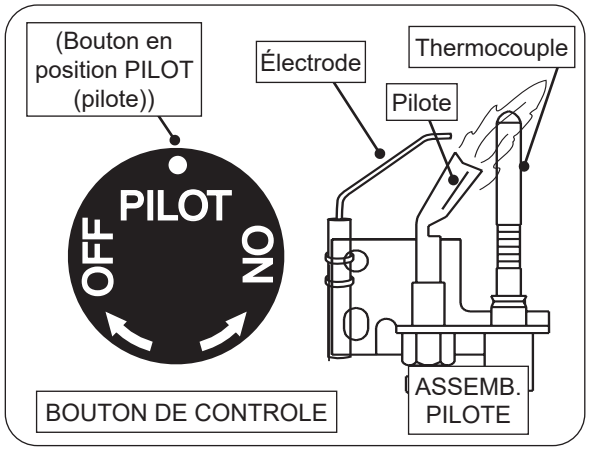

Fig. 61-1 Éclairage pilote
3. Localisez l'assemblage de la veilleuse sur le côté ou à l'arrière du bac du brûleur (voir Fig. 61-1).
4. Tournez le bouton de commande dans le sens antihoraire ↶ sur **PILOT (pilote)**. Appuyez **fermement et complètement** sur le bouton de commande et maintenez-le enfoncé.Appuyez plusieurs fois sur le bouton de l'allumeur piézo jusqu'à ce que la veilleuse s'allume. Continuez à maintenir le bouton enfoncé pendant environ une (1) minute après l'allumage de la veilleuse. Relâchez le bouton et il ressortira. La veilleuse restera allumée. Voir la Fig. 61-1. S'il s'éteint, répétez les étapes 2 à 4.